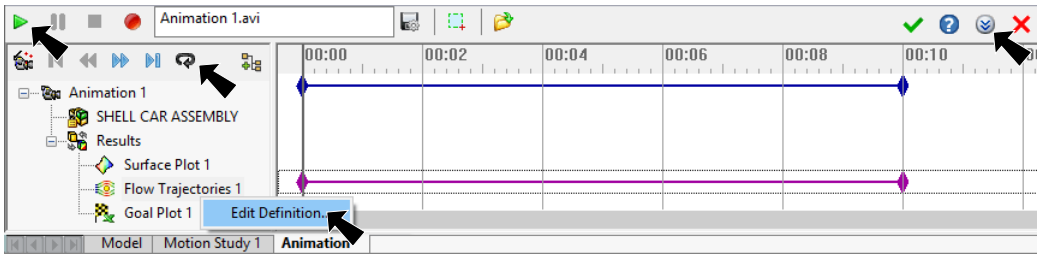

Fig. 31
Step 3. At the bottom right of the display in the animation control panel, click **Expand** to expand the panel, **Fig. 31**.
Step 4. Click **Play** in animation control panel, **Fig. 31**.
Step 5. **Right click Flow Trajectories 1** in the Animation tree and click **Edit Definition**, **Fig. 31**.
Step 7. Click **Loop** and **Play** in animation control panel, **Fig. 31**.